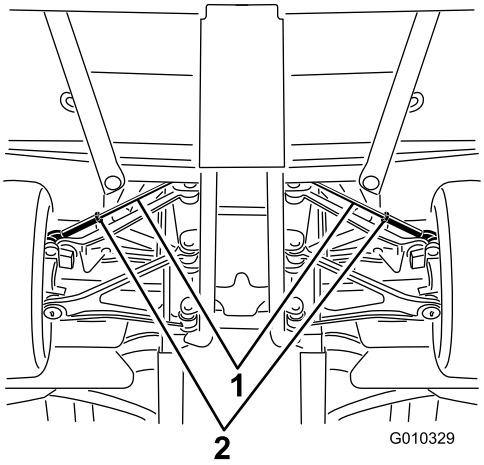

**Figur 57**
A. Løsn kontramøtrikken midt på forbindelsesstangen (Figur 57).